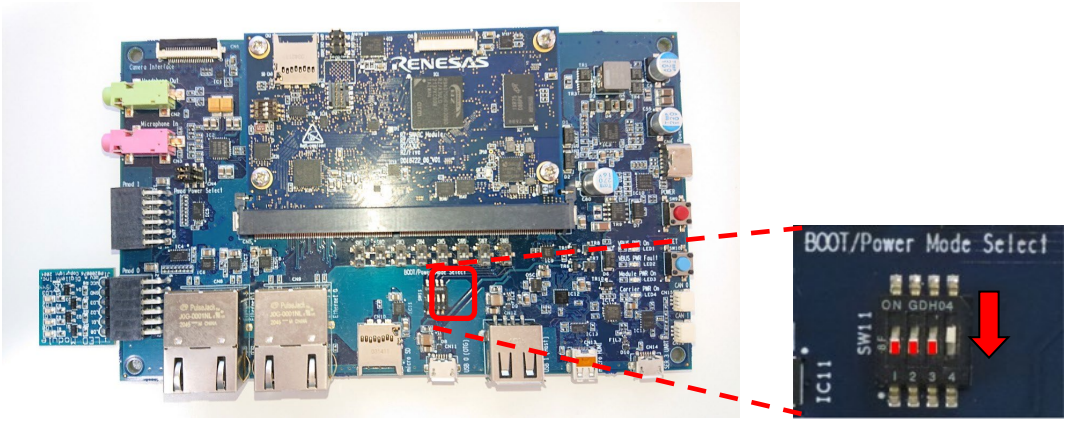

**Figure 8.14 SW11 setting**
6. Set Boot Mode to Boot Mode3 (1.8-V serial Flash memory) by setting SW11-1, SW11-2, SW11-3 as shown in Figure 8.14.